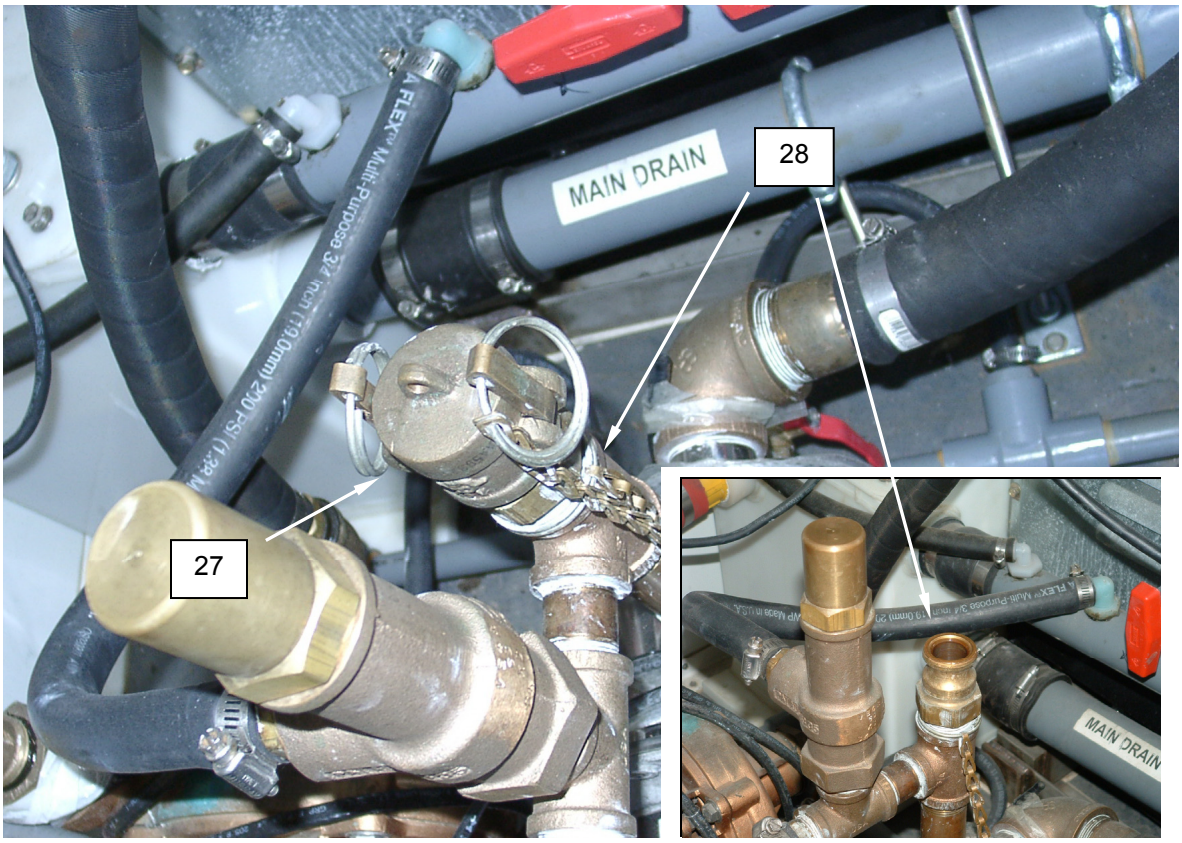

Figure 16. P-1 Pump Priming Standpipe.
3. Remove the QD cap **(Figure 16, Item 27)** from the priming standpipe **(Figure 16, Item 28)**.
4. Pour approximately 1/2 gallon of source water into the open standpipe **(Figure 16, Item 28)**.
5. Install the QD cap **(Figure 16, Item 27)** onto the standpipe **(Figure 16, Item 28)**, and lock in place.